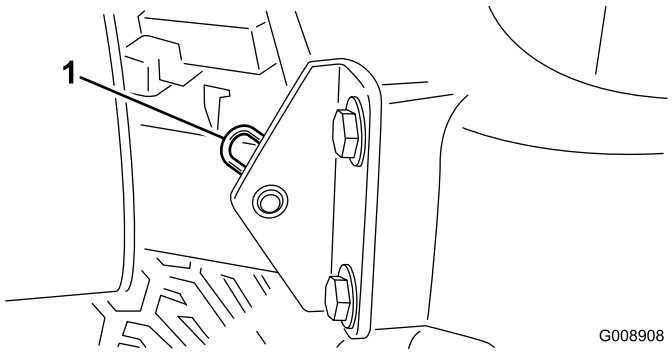

Figur 49
2. Ta bort saxpinnen som fäster motorhuvstappen vid fästskivorna (Figur 49).